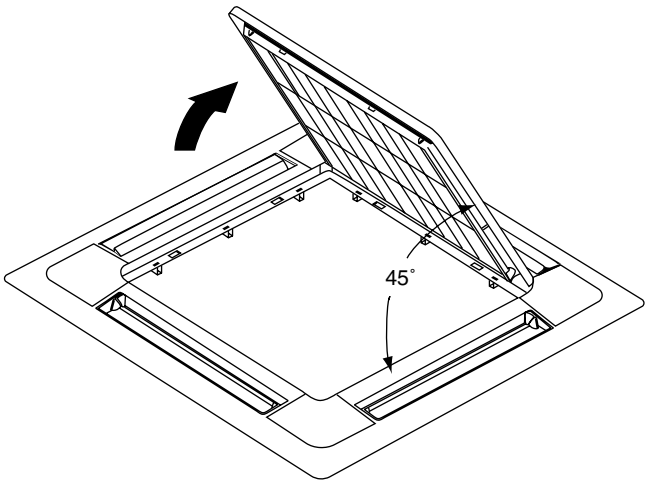

Fig. 2
2) Detach the suction grille from the decoration panel by lifting the grille up approximately 45 degrees. (Refer to Fig. 2.)